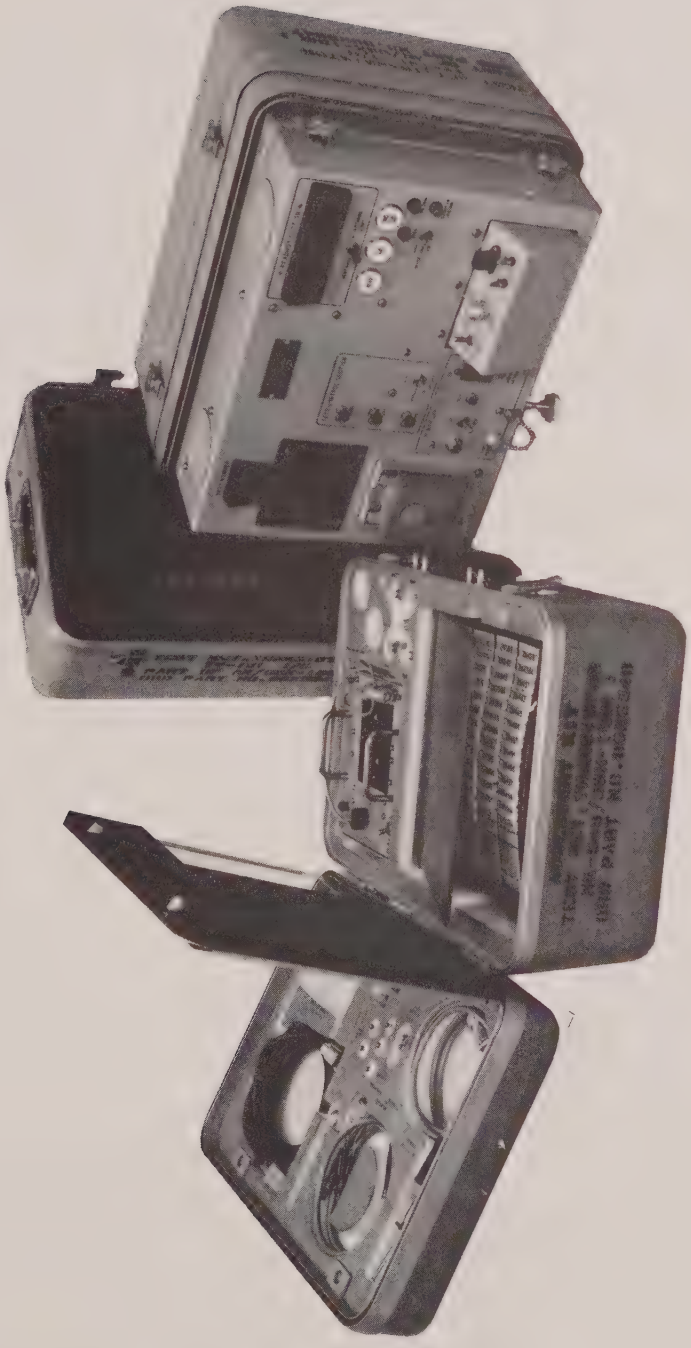

Figure 1. Test Set, Transistor AN/USM-136
a. Test Set, Transistor AN/USM-136 (Figure 1) includes the test set TV-14/U which will hereinafter be called the test set; and the accessory case MK-648/USM-136. The test set is a portable unit which will check transistors and diodes in-circuit, and test transistors, diodes and other 2, 3, and 4-terminal semiconductors out-of-circuit.